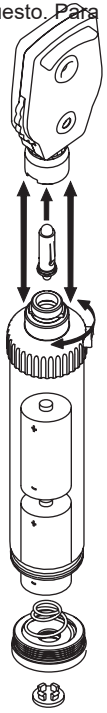

Fig. 2
Periódicamente, compruebe el estado de las pilas, asegurándose de que no presentan signos de corrosión ni oxidación. En caso de que tengan que sustituirse, se recomienda el uso de pilas alcalinas nuevas. Para la sustitución de las pilas, véase fig. 2.
Extraiga la cabeza del Oftalmoscopio tal como se recomienda en el procedimiento de funcionamiento (véase fig. 2).
b) Una vez abierto, introduzca las pilas prestando atención a la dirección de los polos (véase fig. 2).